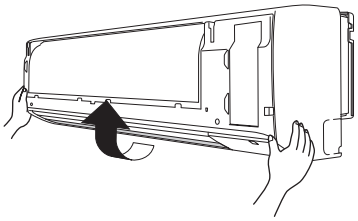

Fig. 3-16
(6) Eleve la rejilla en la dirección que muestra la flecha, y tire de la rejilla hacia su posición para extraerla. (Fig. 3-16)